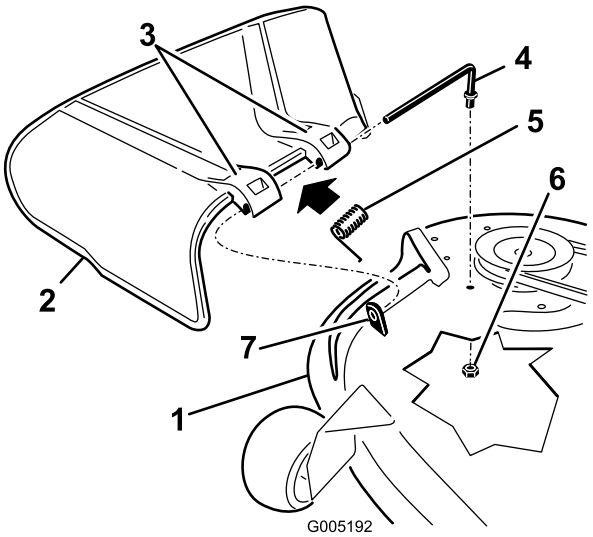

**Figur 71**
1. Finn delene som er vist i Figur 71.
2. Fjern mutteren (3/8 tommer) fra stangen under klippeenheten (Figur 71).
3. Skyv stangen ut fra den korte utstikkeren, fjæren og gressavlederen (Figur 71). Fjern den skadde eller slitte gressavlederen.
4. Skifte gressavlederen (Figur 71).
6. Plasser fjæren på stangen, med enden av kablene ned, og gjennom gressavlederbrakettene. Skyv stangen gjennom den andre gressavlederbraketten (Figur 71).
7. Sett stangen inn foran på gressavlederen i den korte avstikkeren på klippeenheten. Fest den bakre enden av stangen til klippeenheten med en mutter (3/8 tomme) (Figur 71).